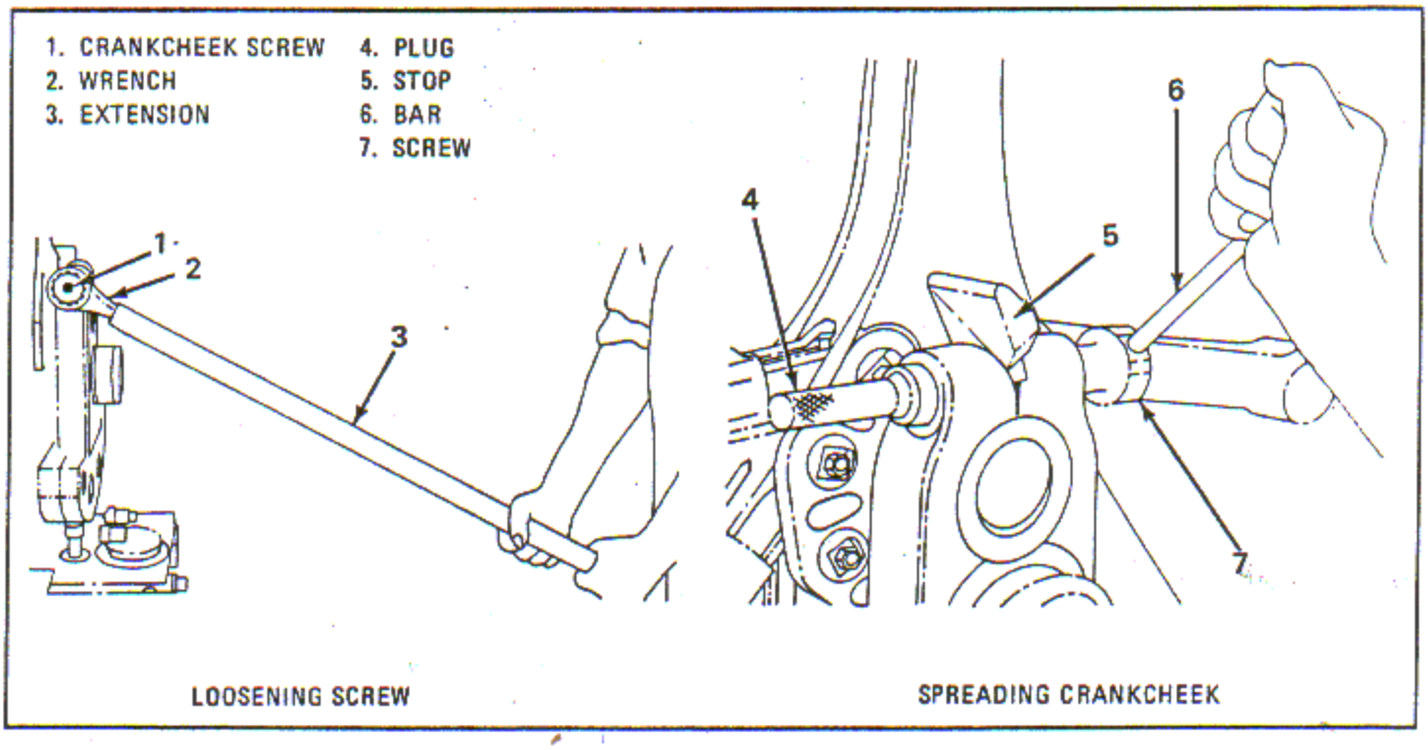
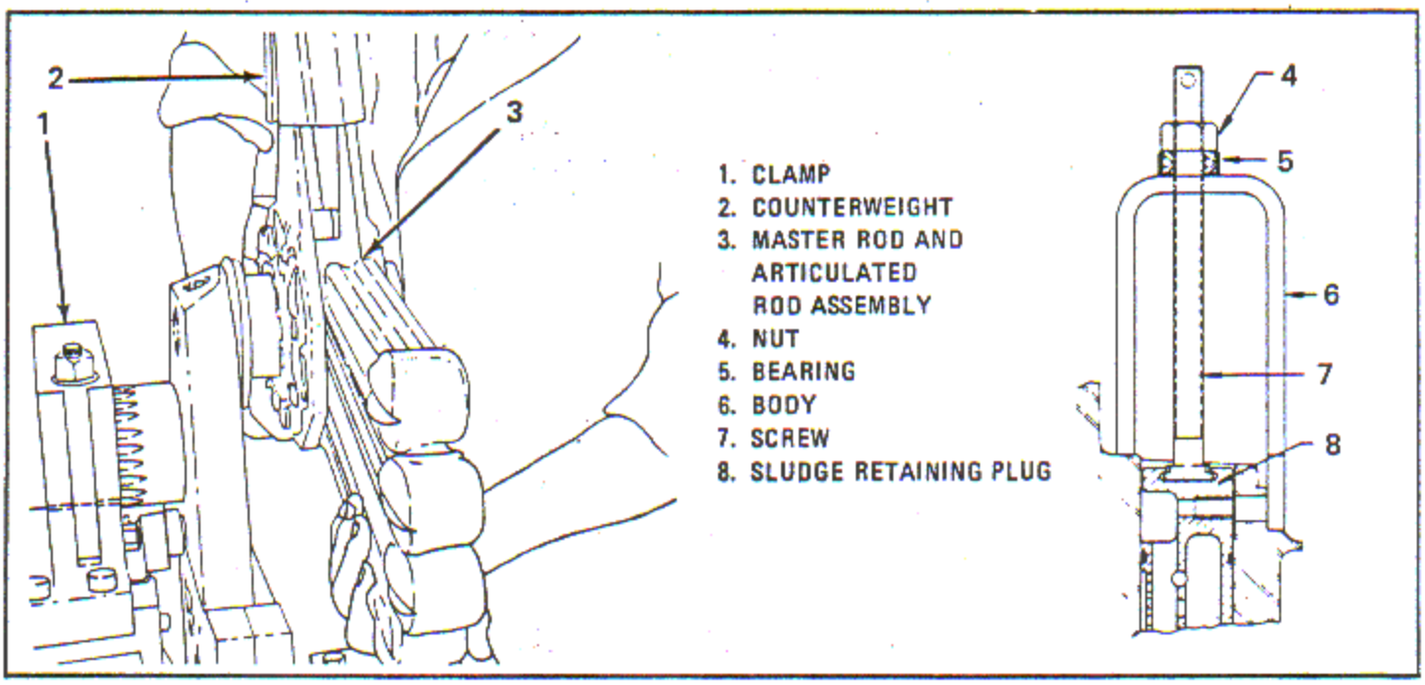

Figure 4-24. Loosening Crankcheek Screw and Spreading Crankcheek
Figure 4-25. Removing Master and Articulated Rods Assembly and Pulling Crankpin Oil Sludge Retaining Plug
b. Remove the cotter pin from the crankcheek screw (1, figure 4-24). Using proper wrench (2) and extension (3), remove the screw and washer.
c. Insert plug (4), in the unthreaded end of crankcheek screw hole and retain by inserting stop (5), in the slot. Apply light coat of anti-seize compound, Specification JAN-A-669, on the threads of screw (7), and insert it into the threaded end of the crankcheek screw hole.
d. Using suitable bar (6), apply just enough torque to loosen the clamp on the crankpin. Remove the crankshaft rear end. Remove the master rod spacer.
f. Remove the master rod and articulating rod assembly (3, figure 4-25).
c. Insert puller into the head of the crankpin oil sludge retaining plug (8, figure 4-25) and remove the plug from the crankpin.